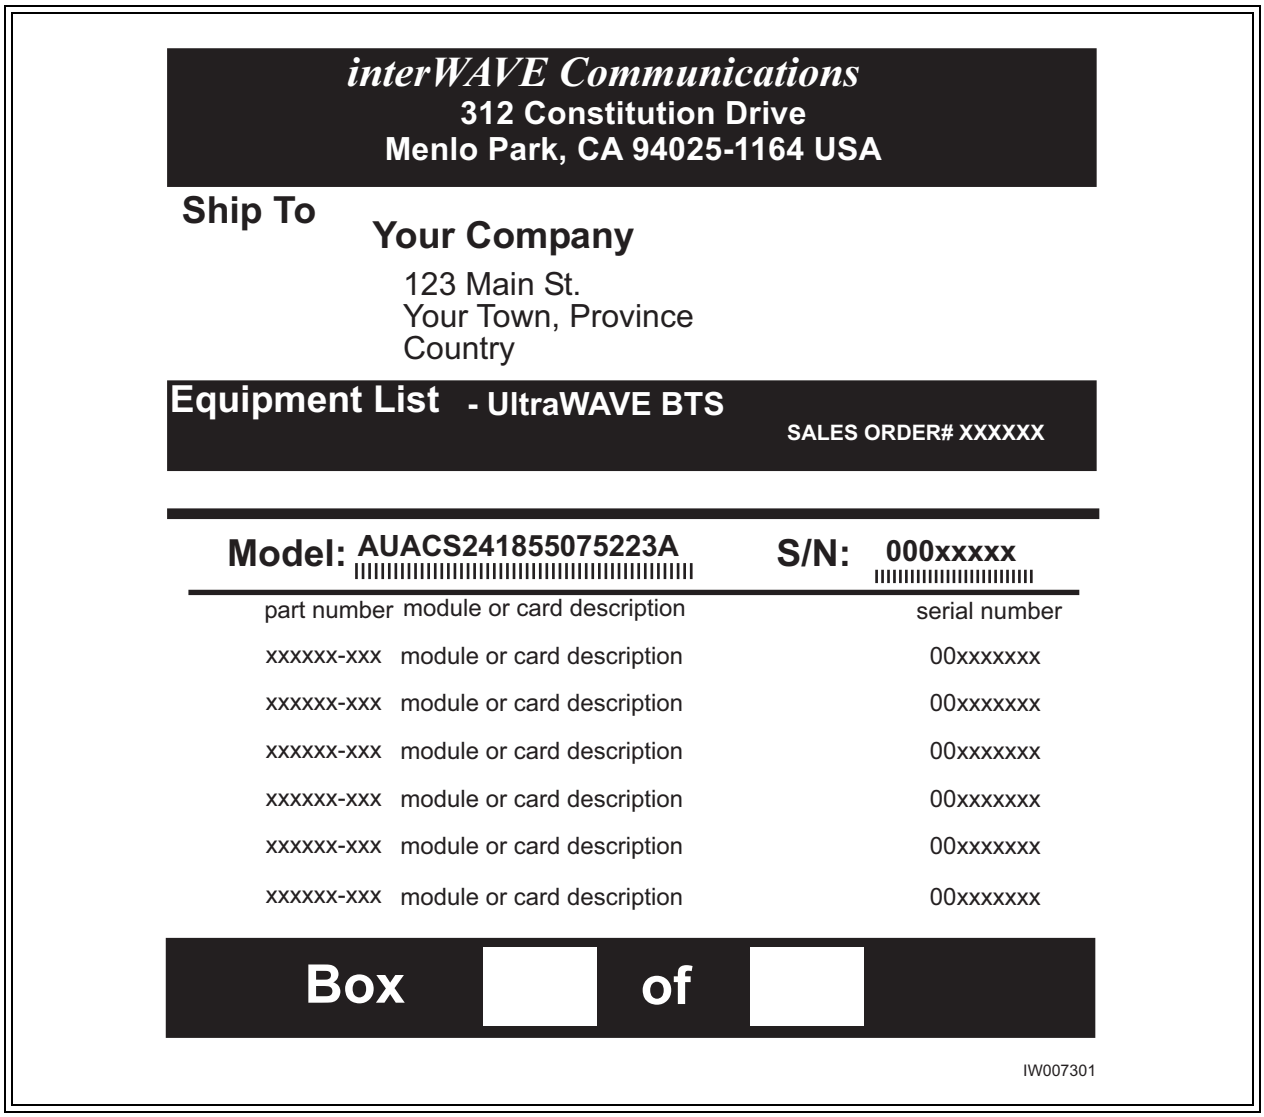

Figure 1-3 Main Configuration Label
1. Locate the main configuration label on the exterior of your shipping container as shown in Figure 1-3.
Using the example in Figure 1-3, the model number is AUACS24 which corresponds to an UltraWAVE BTS configured for three sectors with two TRXs per sector (S222).